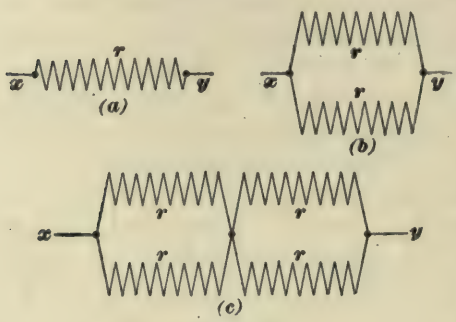

FIG. 24.
**26. Arrangement of Coils for Increased Current Capacity.**—In Fig. 24 (*a*), *r* is a resistance coil of given resistance, say 2 ohms, and it is desired to arrange several of these coils so that their current-carrying capacity shall be doubled but their combined resistance remain the same as that of the single coil *r*. The resistance between points *x* and *y*, Fig. 24 (*a*), is 2 ohms; the resistance between points *x* and *y*, Fig. 24 (*b*), is 1 ohm, because here there are two wires in multiple and the current has twice as large a path to go through, and the resistance of the two in multiple is half as great as that of one wire alone. Also, the two paths will carry twice as much current as one path will, in the same way that two pipes of the same size tapped into a cistern at the same level will let out twice as much water as one pipe. Fig. 24 (*b*), then, represents the condition where the current-carrying capacity has been doubled, but the resistance has been halved; in order to bring the resistance back to its former value, it is only necessary to connect in series two of the pairs shown in Fig. 24 (*b*), when the combination shown in Fig. 24 (*c*) is obtained. This combination contains four such coils as that in Fig. 24 (*a*), and is therefore four times as heavy.